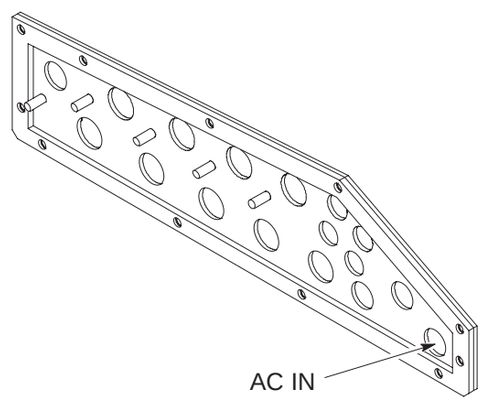

Figure 3-5 Earth plate, showing location of entry hole for ac supply cable
5. Feed the ac power cable into the Horizon*macro* cabinet through the AC IN hole in the earth plate (see Figure 3-5) and through one of the supplied cable glands. From the outside of the cabinet, push the cable gland (with the sealing ring) into the AC IN hole, and from the inside, fit the earth tag and secure with the locking nut.